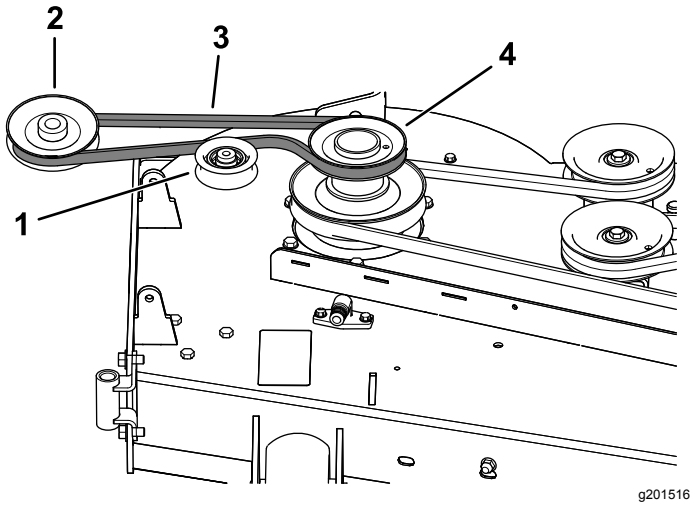
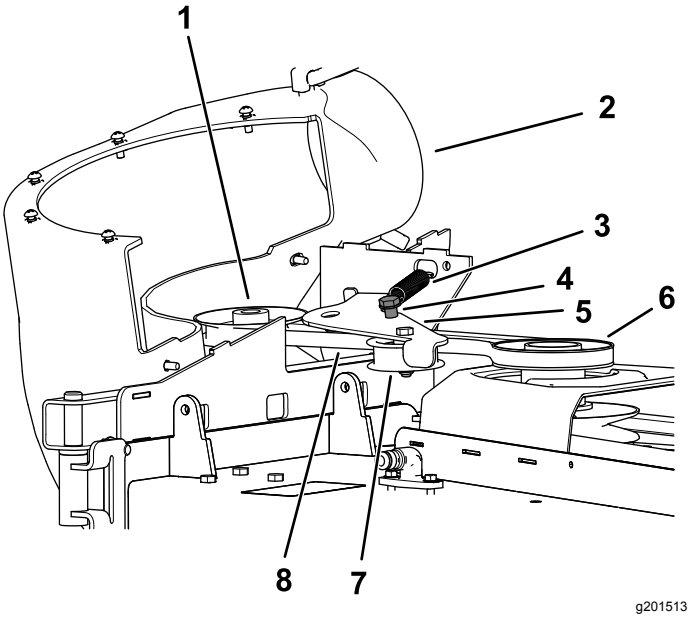

Bild 25
Bild 26
1. Legen Sie den Riemen ggf. um die Riemenscheibe des Gebläses (Bild 25).
1. Verlegen Sie den Riemen um die Gebläseriemenscheibe (Bild 25 und Bild 26), siehe 10 Einbauen des Gebläses (Seite 16).
3. Ziehen Sie die gefederte Spannscheibe von der starren Federstrebe weg und verlegen Sie den Riemen um die Riemenscheibe am Mähwerk (Bild 26).
4. Verlegen Sie den Riemen um die Antriebsscheibe, wie in Bild 25 und Bild 26 dargestellt.